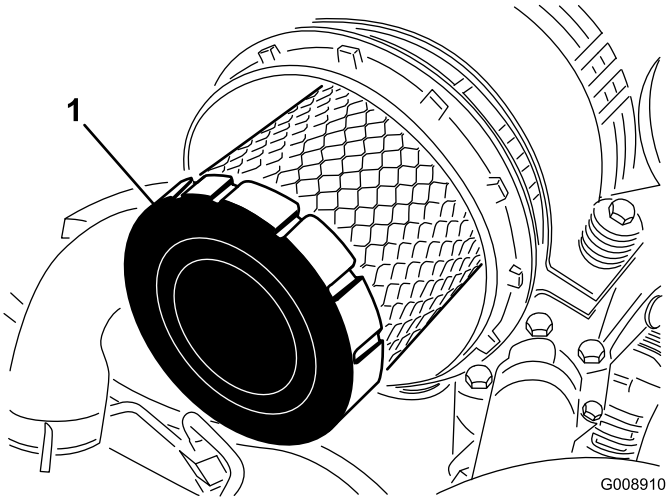

Figur 63
4. Ta ut og skift det primære filteret (Figur 63).